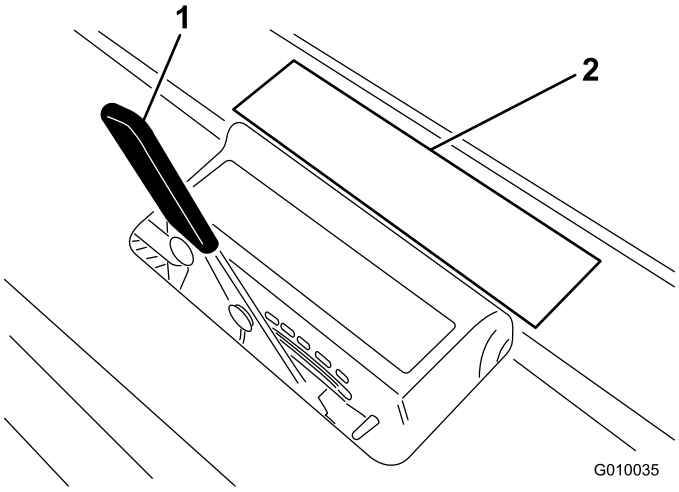

Rysunek 27
2. Ułóż ząb na etykiecie głębokości zęba (Rysunek 27) jednym końcem wyrównanym z żądaną głębokością napowietrzania (patrz nakładka zęba na etykiecie).